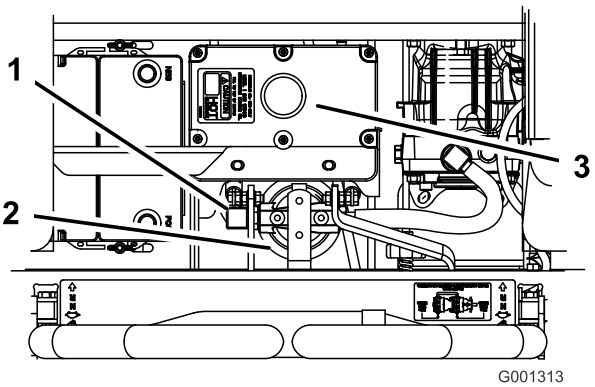

Figuur 63
4. Verwijder de rechter hydraulische leiding die naar het tussenstuk gaat (Figuur 63).
6. Monteer de rechter hydraulische leiding op het tussenstuk (Figuur 63).